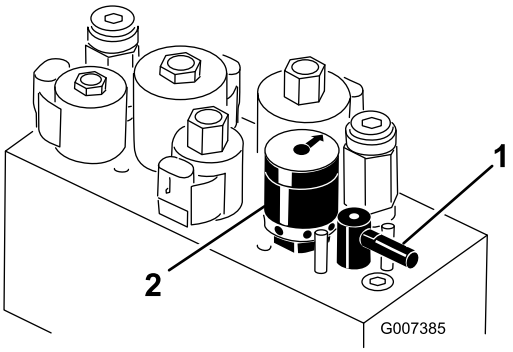

Figuur 57
5. Zet de wethendel in de stand "R" (Figuur 57).
6. Draai de toerentalregeling van de messenkooien op instelling 1 (Figuur 57).